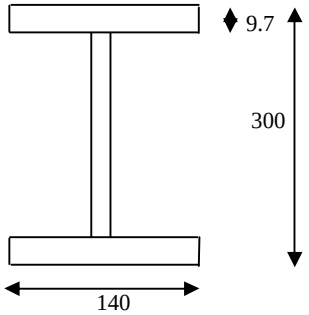

Figure 1
(b) An ISMB 300 x 140 beam as shown in figure 1 carries at a certain section, a bending moment ñMò, the trace of the plane of loading being inclined at 25ę to the y axis. If, I_{xx} =8606 cm^4 and I_{yy} = 453.9 cm^4, Find ñMò if permitted bending stress is 140 MPa. **(07)**
Q.3 **(a)** The vertical shear action on an ISMB 300 x 140 beam as shown in figure 1 is 175 KN. Find the shear flow and shear center of the section. Assume thickness in flange as 9.7 mm and thickness of web 6.7 mm. I_{xx} =8606 cm^4 and I_{yy} = 453.9 cm^4. **(07)**